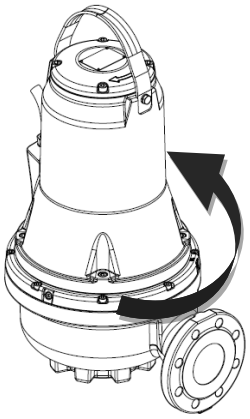

Abb. 10 Ruckrichtung
2. Die Pumpe ein- und ausschalten. Dabei die Richtung der Ruckbewegung beobachten. Bei richtigem Anschluss dreht die Pumpe im Uhrzeigersinn, d.h. die Pumpe führt beim Einschalten einen Ruck gegen den Uhrzeigersinn aus. Siehe Abb. 10. Bei falscher Drehrichtung die Spannungsversorgung abschalten und zwei der eingehenden Netzleiter tauschen.